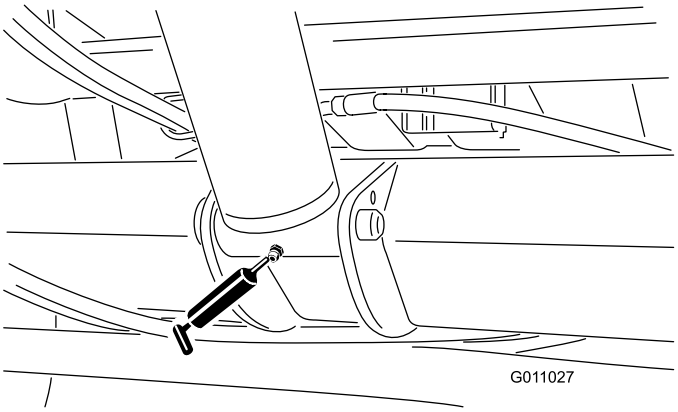

Figur 34
- Løftesylinder (2) (Figur 34).